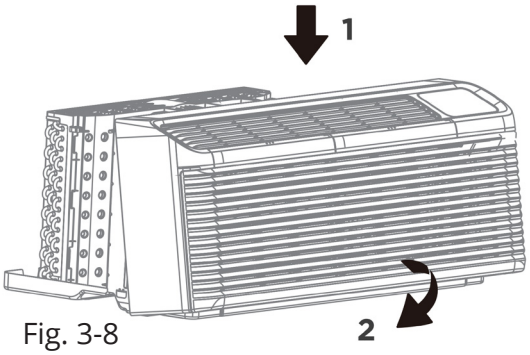

Fig. 3-8
2. Appuyez vers l'intérieur au niveau de la partie inférieure jusqu'à ce que le panneau s'enclenche. (Voir fig. 3-8.)